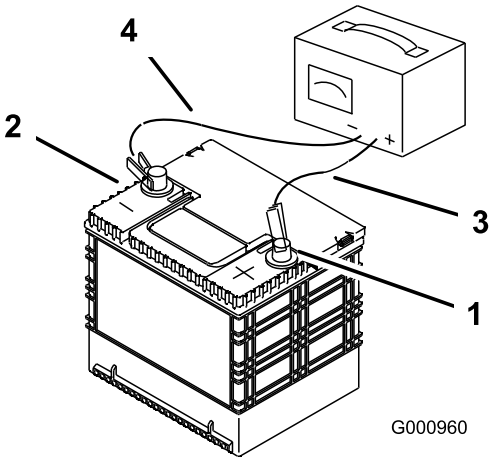

Figura 59
2. Cuando la batería esté completamente cargada, desconecte el cargador de la toma de electricidad, luego desconecte los cables del cargador de los bornes de la batería (Figura 59).